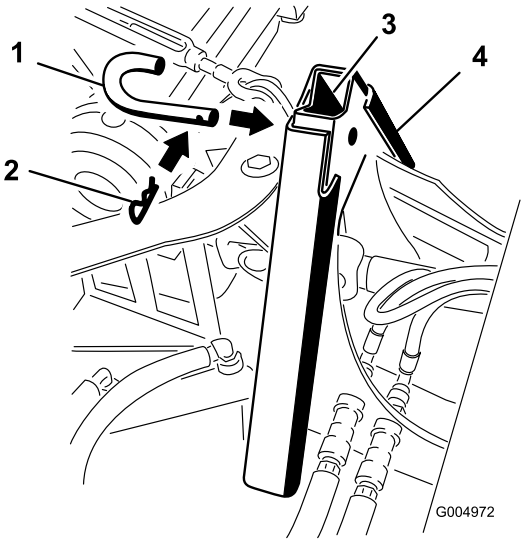

**Rysunek 71**
3. Połącz złącza ze sobą, używając sworznia osprzętu oraz zawleczki Rysunek 71.